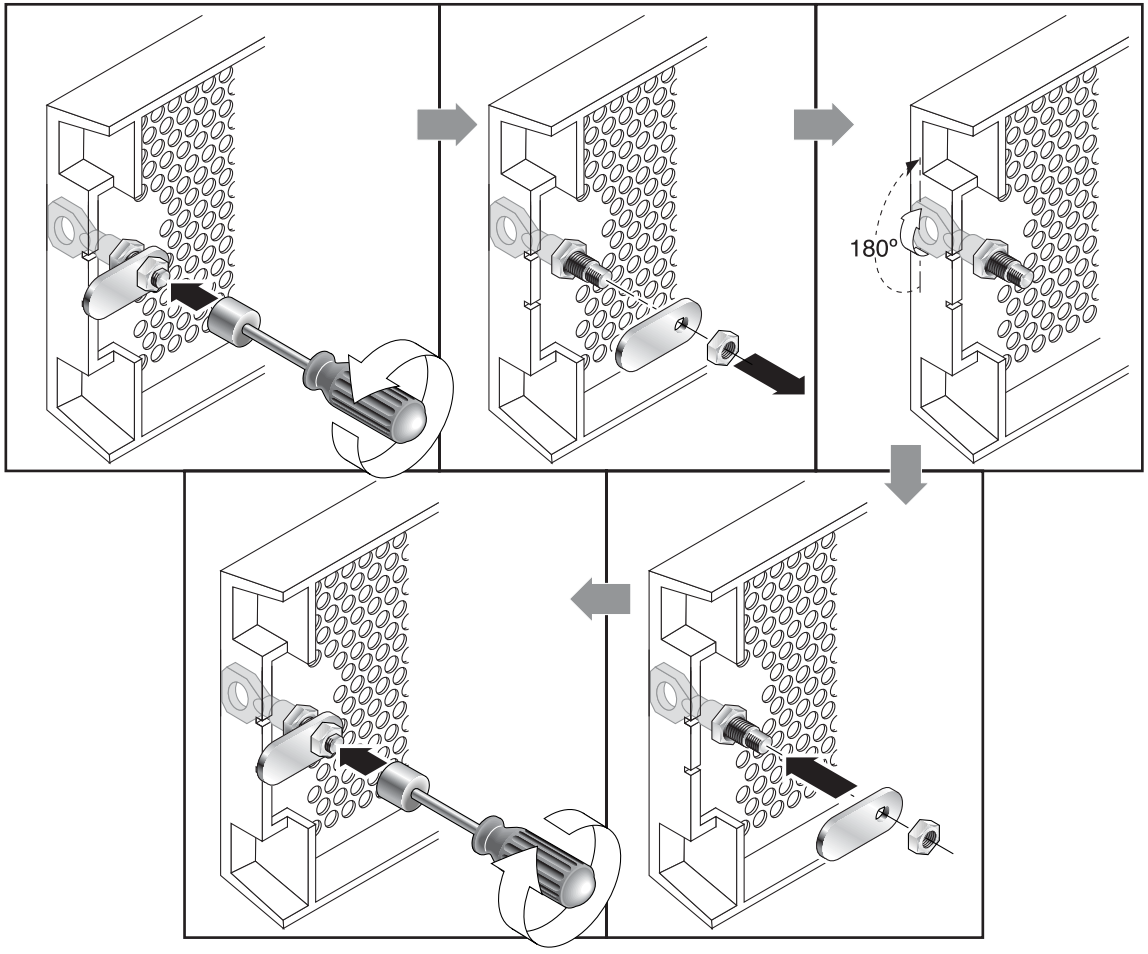

图 4-2 改装前盖锁使钥匙无法取下的步骤
3. 将钥匙固定到原位置，使用 **12** 毫米或 **3/8** 英寸螺母扳手卸下用于固定棘爪的螺母，如图 4-2 的第一幅图所示。
4. 从锁身的螺纹部分抬起棘爪，如图 4-2 中第二幅图所示。
6. 用钥匙将锁转动 **180** 度，如图 4-2 中第三幅图所示。
7. 以原先的朝向装回棘爪，如图 4-2 中第四幅图所示。
8. 将钥匙固定到原位置，使用螺母扳手重新拧紧用于固定棘爪的螺母，如图 4-2 中第五幅图所示。一定不要让该螺母滑丝。